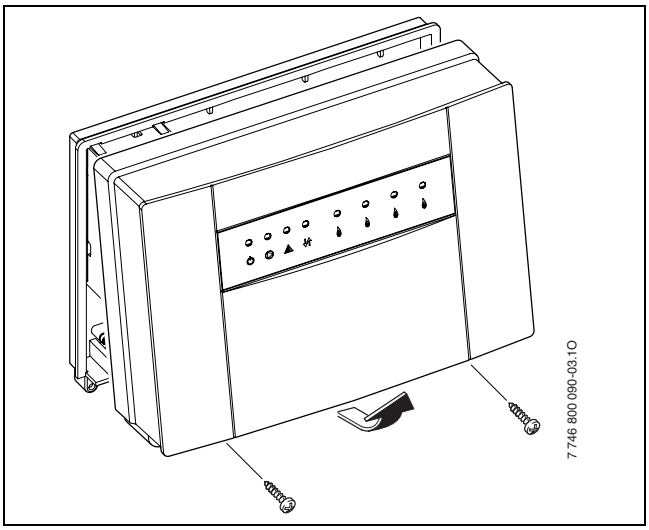

Fig. 7
- ▸ Abra la carcasa del módulo ICM (maestro ICM) (→ fig. 7).